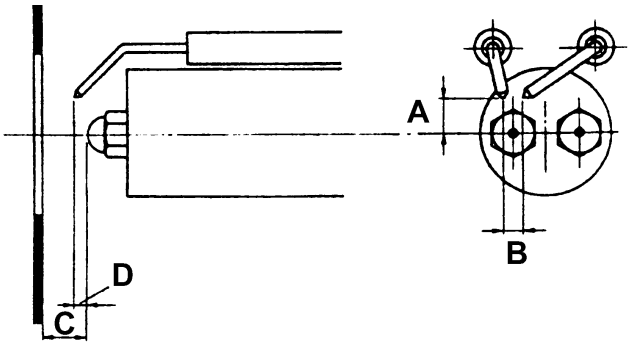

Fig. 10
- Vérifiez que l'appareil n'est pas verrouillé (voyant B allumé), si nécessaire déverrouillez-le en appuyant sur le bouton de déverrouillage (sur le dessus du tableau électrique, voir Fig. 10 ou bouton C sur la face avant du tableau électrique).